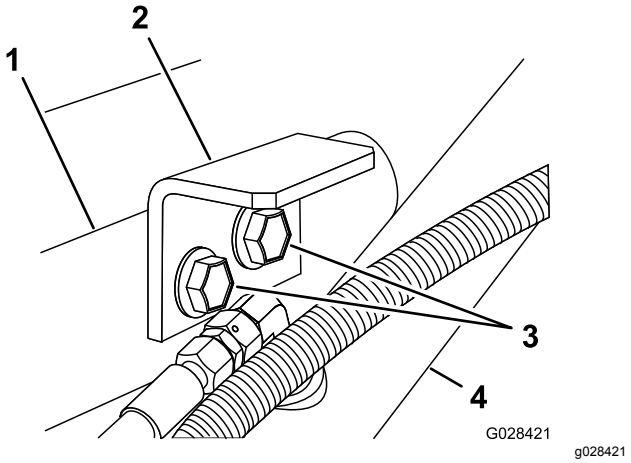

Figur 9
3. Fest holdebrakettene til støttebraketten og rammen med de to flenshodeboltene og flenslåsemutteren som du fjernet i trinn 1 (Figur 9).